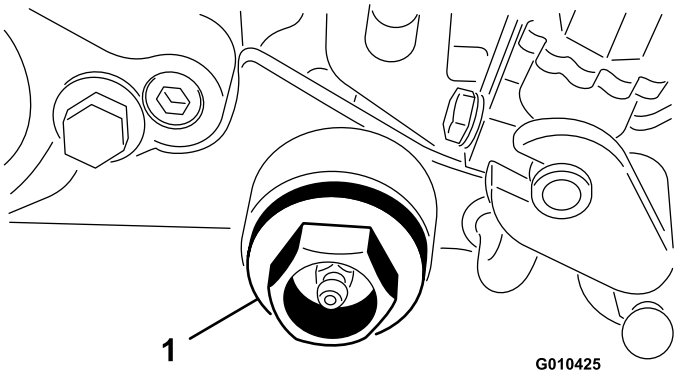

**Figura 36**
10. Retire el tapón de la carcasa del acondicionador (Figura 36).